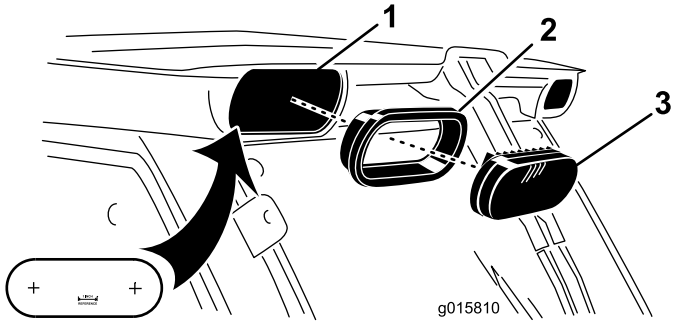

Figura 9
2. En la parte delantera del forro de la cabina, utilice la plantilla (Figura 9) para localizar y marcar los dos huecos de montaje de las luces de advertencia (Figura 9).
4. Introduzca una junta y una luz de advertencia en cada hueco del forro (Figura 9).